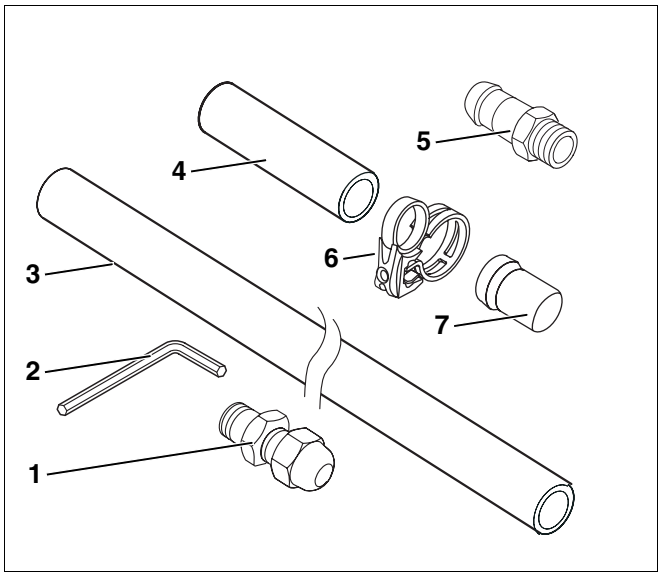

Afb. 6 Basisset voor leidingen
4.2.4 Basisset voor leidingen (per collectorrij) – afb. 6